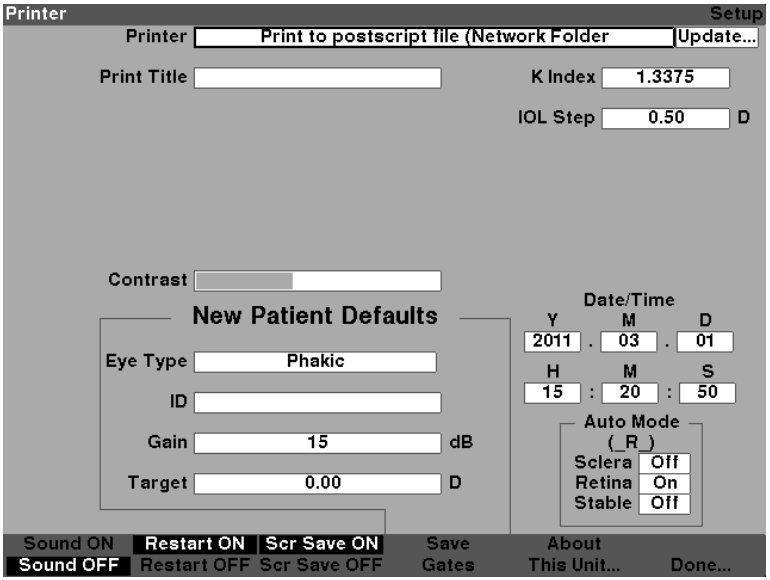

Figure 5-24 Select Printer
2. Within the setup screen, rotate the knob and select printer, indicated by the solid black border as shown in figure 5-24.